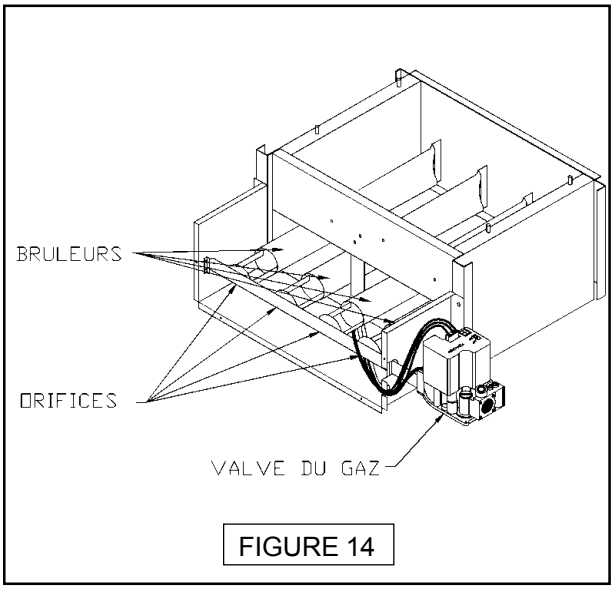

FIGURE 14
F. Enlever les brûleurs de la chambre de combustion des orifices de la tubulure en les soulevant vers le haut et en tirant vers l'avant de la chaudière, (Voir la figure 14.)